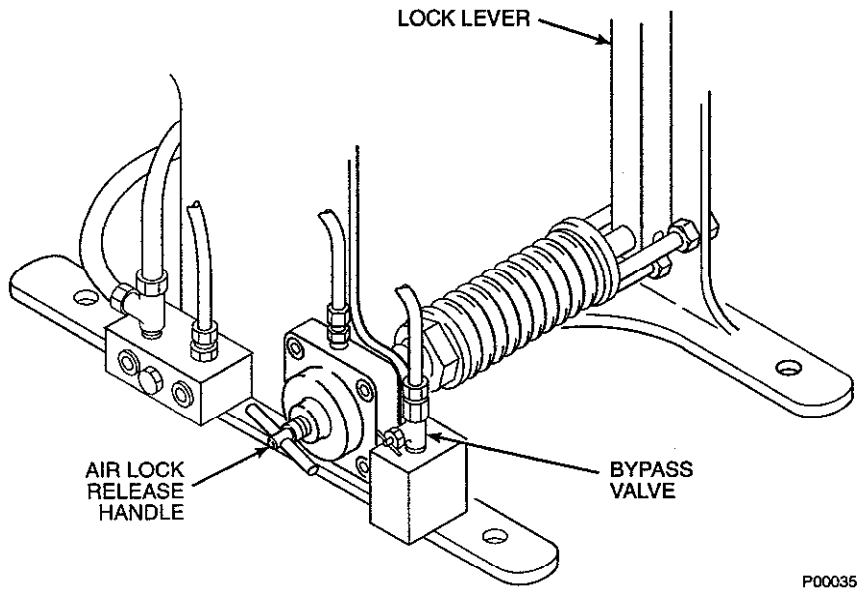
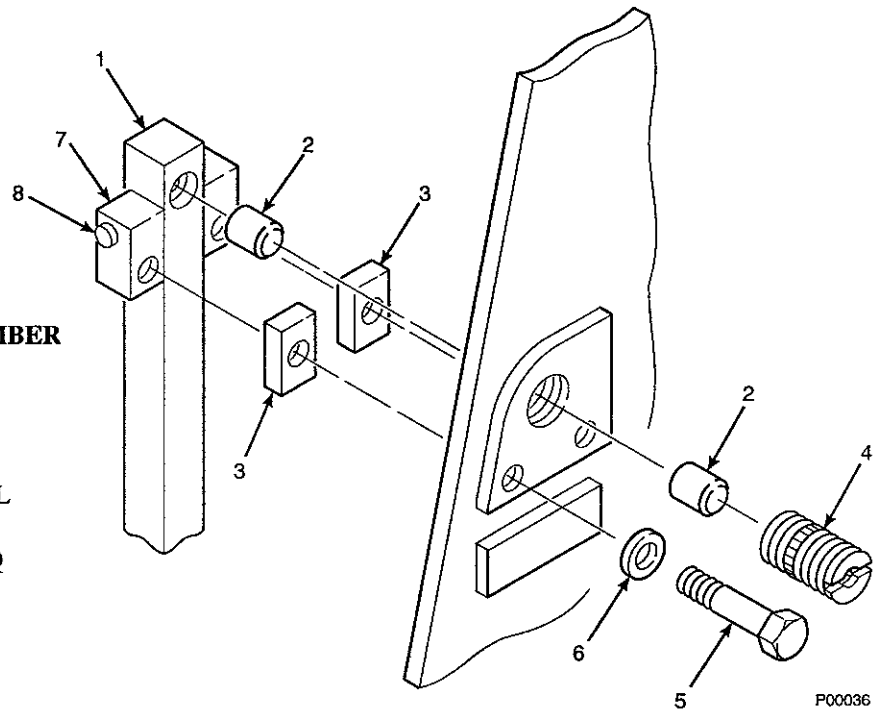

Figure 8-1. Air Lock
Figure 8-2. Air Lock Brake Exploded View
a. **Description.** The air lock, Figure 8-1, automatically locks the power positioner piston and shaft assembly when there is a loss of supply air. When supply air pressure falls below a set value, the air lock diaphragm collapses causing a spring to move the lock lever. This clamps the friction plate and locks the piston and shaft assembly. Upon loss of supply air pressure, the automatic lock can be overridden by turning the air lock release handle fully clockwise. The operator must then open the bypass valve, manually position the output shaft, and lock the output shaft by turning the air lock release handle fully counterclockwise.
2. Turn the air lock release handle, Figure 8-1, clockwise until the lock lever (1, Figure 8-2) brake shoe is clear of the sector.
2. Remove hex head screws (5, Figure 8-2) and lock washers (6).
3. Set spacer blocks (3) aside and move assembled lock lever (1) back, clear of sector.
4. Using a punch, tap brake shoes (2) free from lock lever (1).
5. Remove anvil screw (4) and brake shoe (2). Pull brake shoe out of anvil screw.
7. Install new brake shoe (2) in lock lever (1).
8. Position lock lever against frame with spacer blocks (3) and secure in place with lock washers (6) and hex head screws (5).
2. Turn air lock release handle, Figure 8-1, fully counterclockwise to release any pressure on the diaphragm.